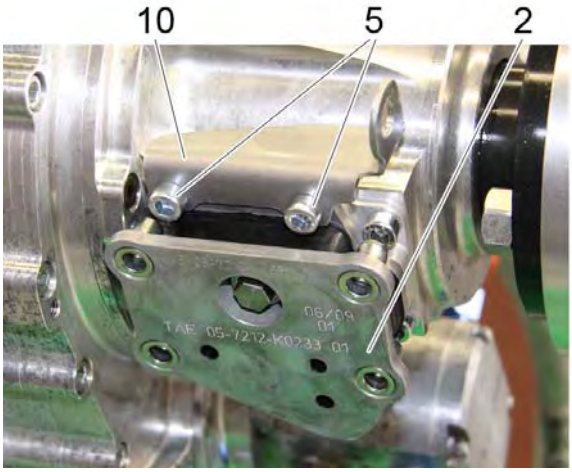

Bild 15
11. **Den Halter (item 10) und den Vibration-Isolator (item 2) mit Hilfe der beide anderen Schrauben (item 5), die im vorletzten Arbeitsschritt mit Loctite 243 versehen worden sind, an der Adapterplatte (item 1) festmachen. Siehe Bild 15.**